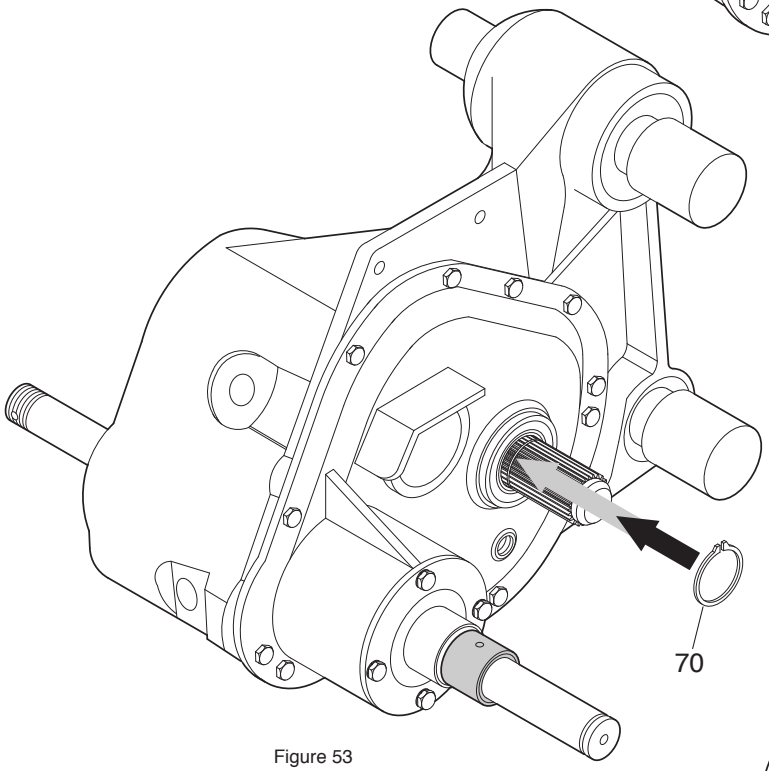

Figure 53
Install the snap ring #F4122424P (item 70) on the shaft as shown in figure 53.